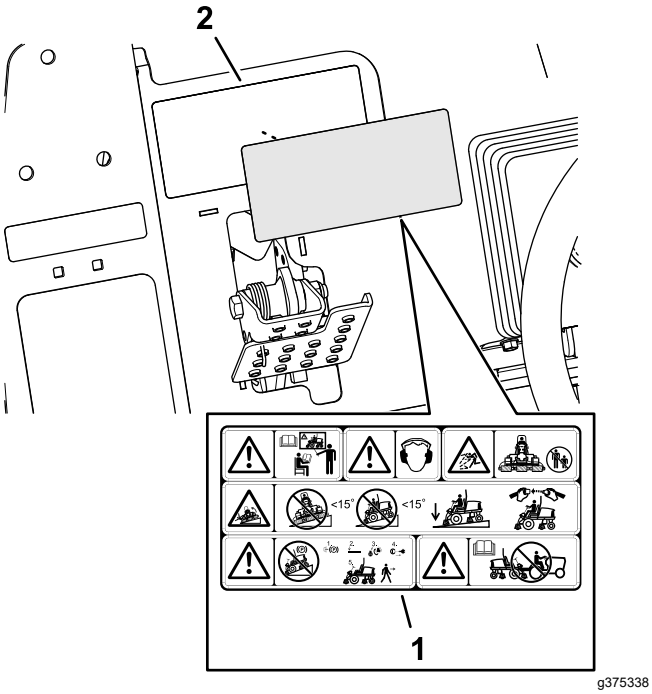

Figur 39
1. Brug sprit og en ren klud til at rengøre overfladen af advarselsmærkat 133-2930, og lad mærkaten tørre (Figur 39).